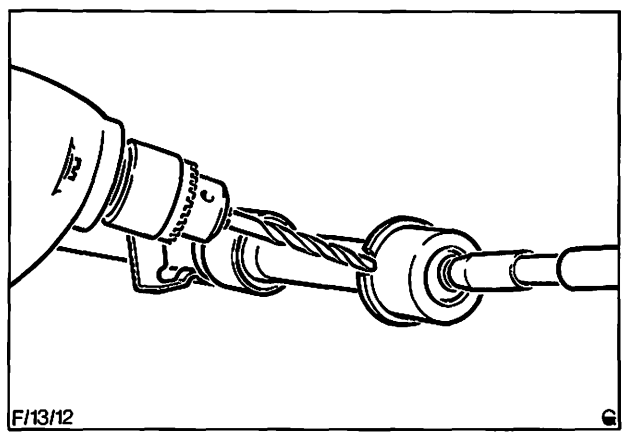

Abb. 47 Bohrung für den Sicherungsstift bohren
43. Eine 4 mm Bohrung in der Mitte der Trennfuge Kontermutter – Kugelkopfgehäuse, anbringen. Bohrtiefe: 9 mm, Abb. 47. Darauf achten, daß keine Bohrspäne in das Gehäuse gelangen.